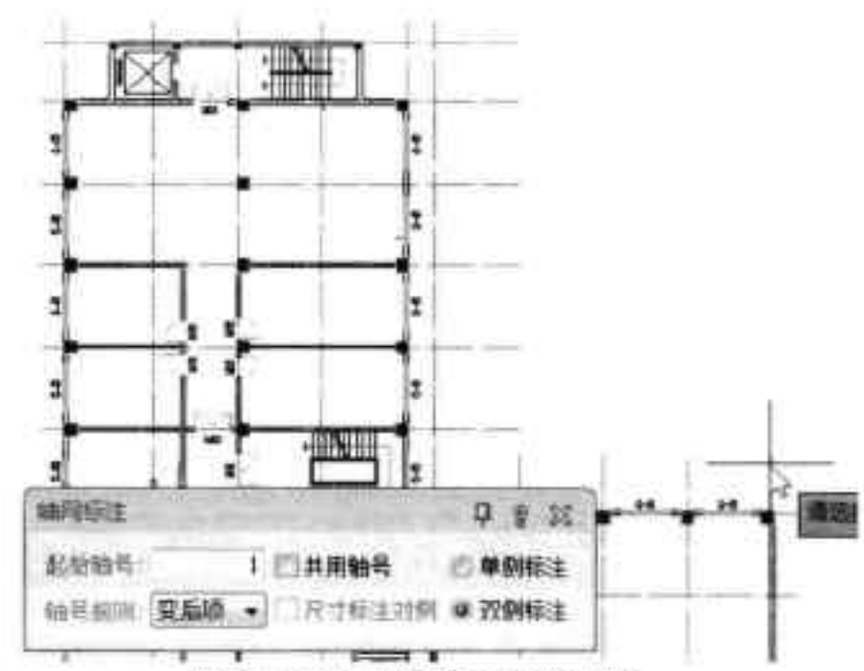

图17-99 捕捉标注的轴线
Step02 在绘图区域中，捕捉上侧起始轴线与终止轴线，如图 17-99 所示。